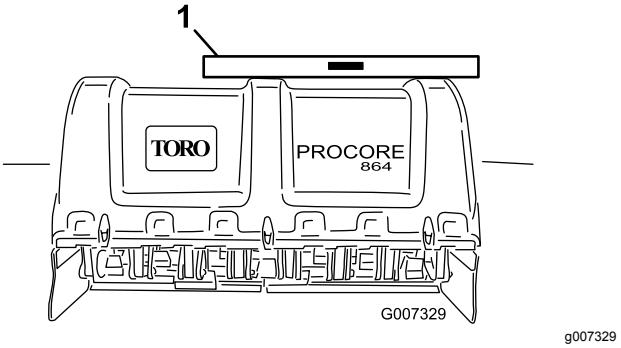

Figur 15
2. Placera ett vattenpass ovanpå luftarens ram för att kontrollera att den är jämnt inställd i sidled (Figur 15).